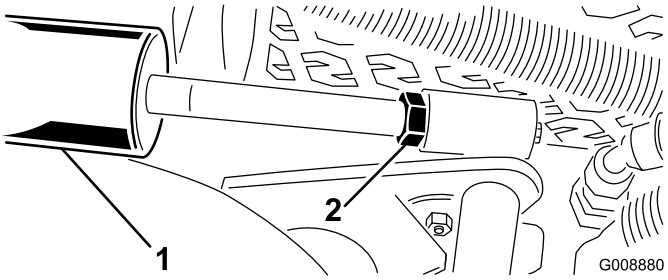

Figur 29
A. Sänk klippenheterna och flytta kontramuttern bakåt på cylindern (Figur 29).